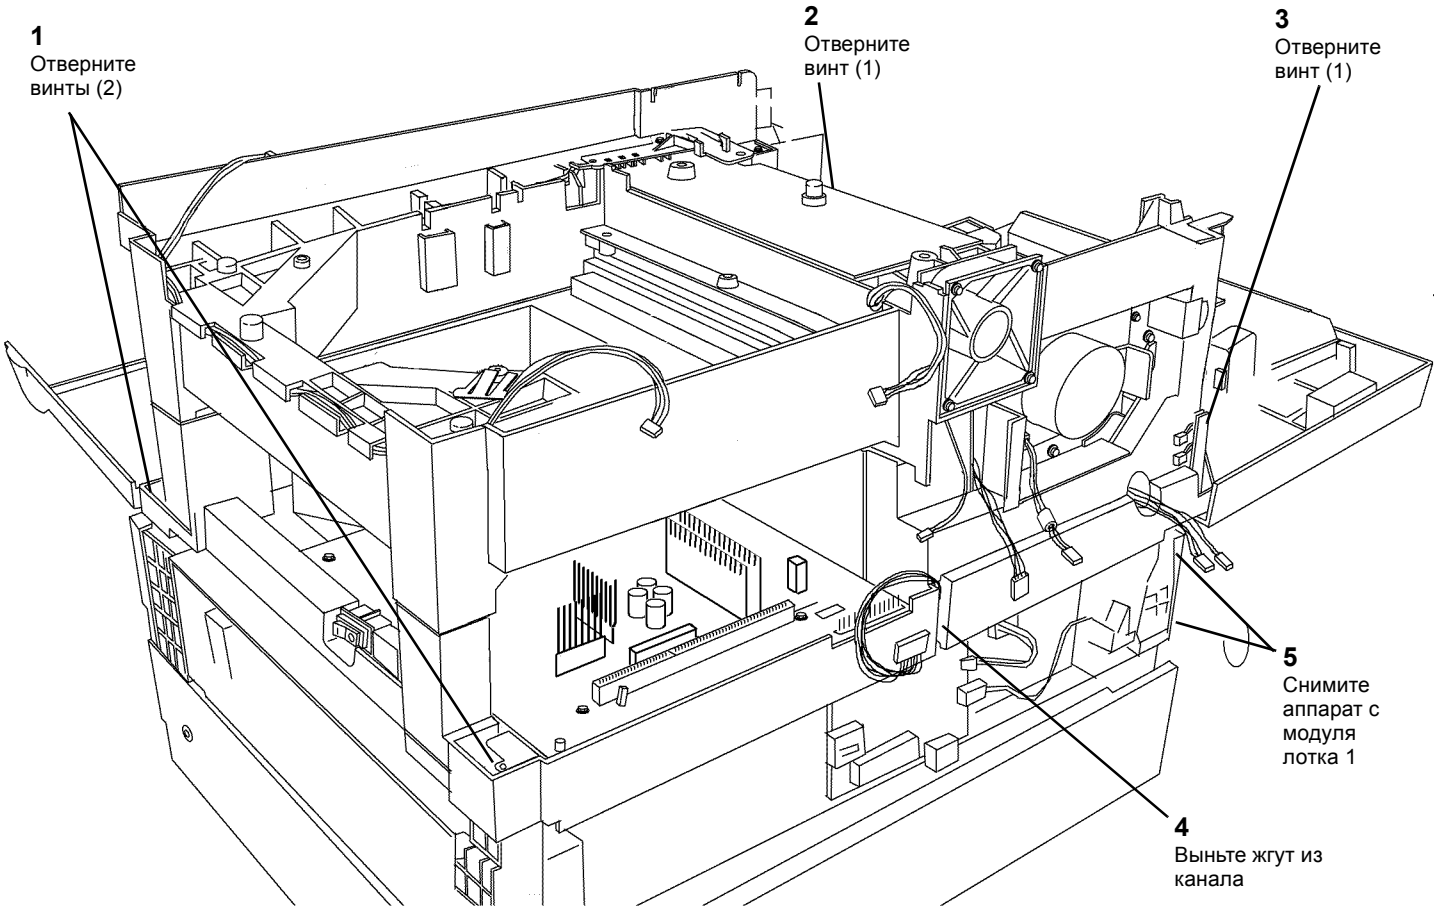

Рисунок 1 Снятие аппарата с модуля лотка 1
10. Снимите аппарат с модуля лотка 1 (Рисунок 1).